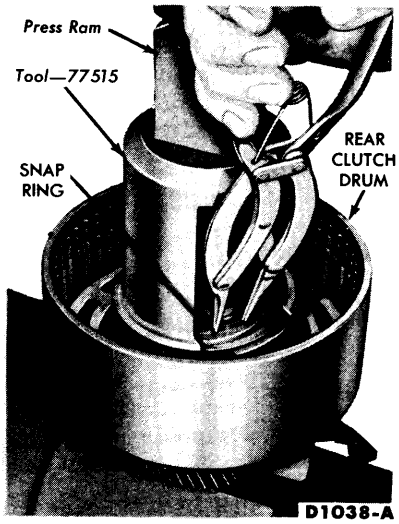

FIG. 11—Clutch Spring Snap Ring Removal
2. Compress the spring in an arbor press with the tool shown in Fig. 11, and remove the snap ring.